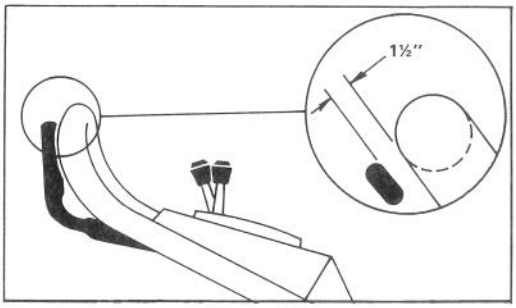

Figure 18
2. Lift control bar until some resistance is felt. Control bar should be 1½" from handle when properly adjusted (Fig. 18).